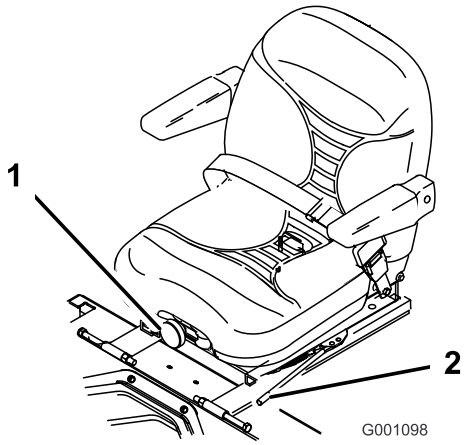

Figur 24
1. För spaken i sidled för att låsa upp sätet och justera det (Figur 24).
Justera genom att vrida ratten i endera riktningen för att uppnå bästa bekvämlighet (Figur 24).